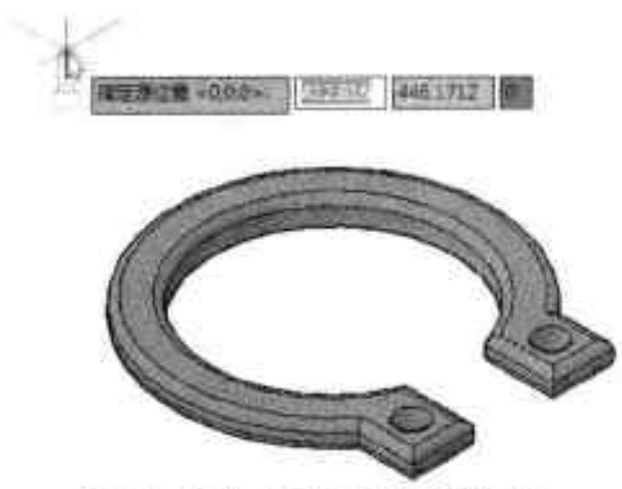

图14-24 指定聚光灯起点
Step 01 执行"渲染>光源>创建光源>聚光灯"命令，根据命令行提示，指定好聚光灯起点，如图 14-24 所示。